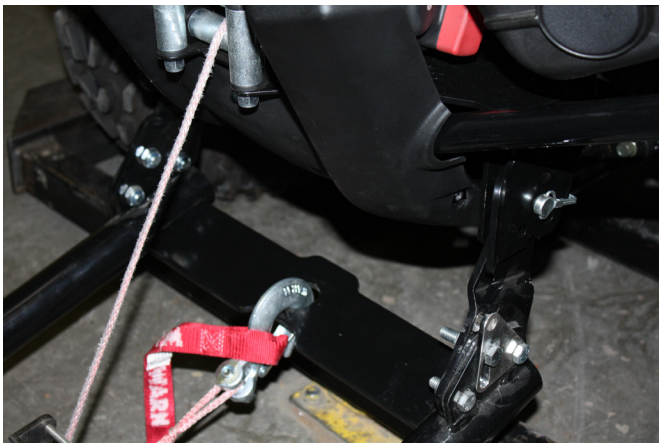

Figure 11
19. Fixez le câble du treuil au tube poussoir par le guide de câble, tel que décrit dans le Manuel de l'utilisateur de la lame. Figure 11.